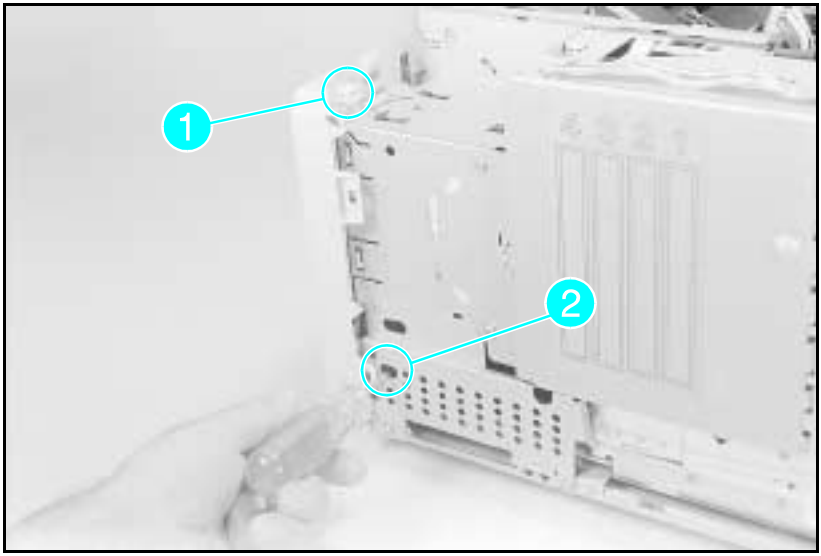
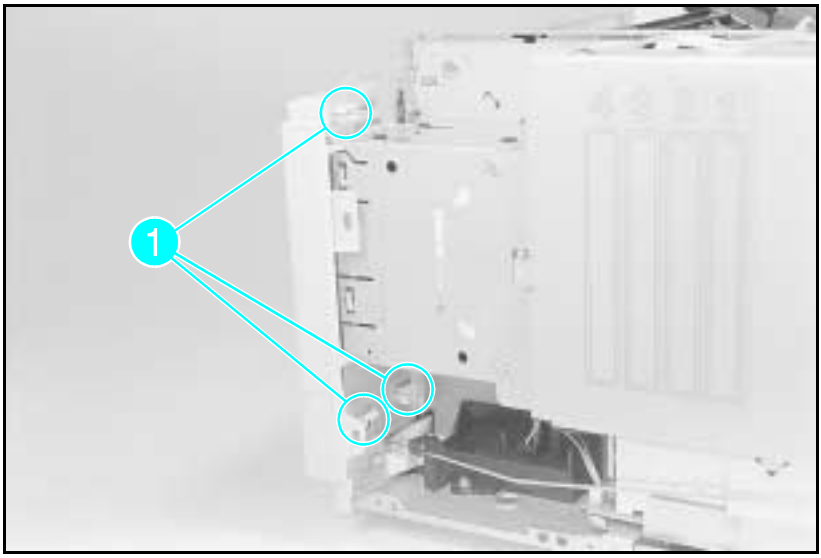

Figure 6-8 Font Door Removal (LaserJet 4 shown)
Figure 6-9 Font Door Cover Latches
2 Release the top latch (see Figure 6-8, callout *1*).
3 Release the (2) lower latches through the access hole in the metal cover (see Figure 6-8, callout *2* and Figure 6-9, callout *1*).
Note Figure 6-9 shows the metal side cover removed in order to show the Font Door latches. It is not necessary to remove the metal side cover to remove the Font Door.
3 Release the top latch. (See Figure 6-8, callout 1)
5 Release the (2) lower latches, one through the access hole in the metal cover (see Figure 6-8, callout 2), and one from the bottom of the printer (next to the Tray 2 guide).